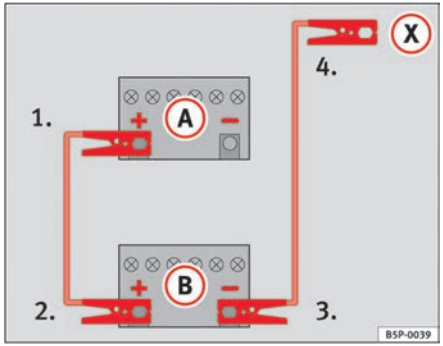

Fig. 204 How to connect the jump leads
In ⇒ fig. 204, the flat battery is (A) and the charged battery (B).
1. Connect one end of the red jump lead to the positive ⇒ fig. 204 (+) terminal of the vehicle with the flat battery ⇒ ⚠.
4. Connect the other end of the black jump lead (X) to a solid metal component which is bolted on to the engine block, or onto the engine block itself of the vehicle with the flat battery. Do not connect it to a point near the battery ⇒ ⚠.